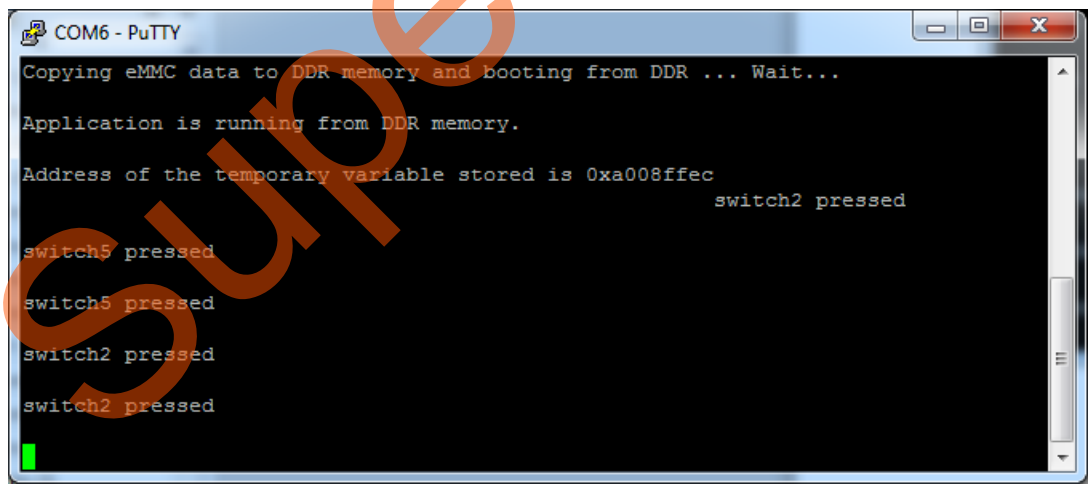

Figure 17 • **Message on Triggering the Interrupts**
22. Press **SW2** or **SW5** to trigger the interrupt in the application. On pressing SW2 or SW5, the interrupt service routine runs and displays the message on the serial terminal emulation program, as shown in Figure 17.
LEDs blinking (counter increment and decrement logic) can be observed in the SmartFusion2 Development Kit board.Press SW2 or SW5 to trigger the interrupt in the application. On pressing SW2 or SW5, the Interrupt service routine runs and displays the message on the serial terminal emulation program, as shown in Figure 17 on page 20.